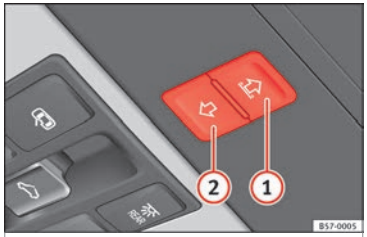

Fig. 135 On the interior roof lining: switches for the sun blind.
Buttons ››› Fig. 135 ① and ② have two levels. The first level opens or closes the sun blind fully or partially.
- *Sun blind:* within approx. 5 seconds of having activated the anti-trap function, press button ››› Fig. 135 ② until the sun blind closes completely.